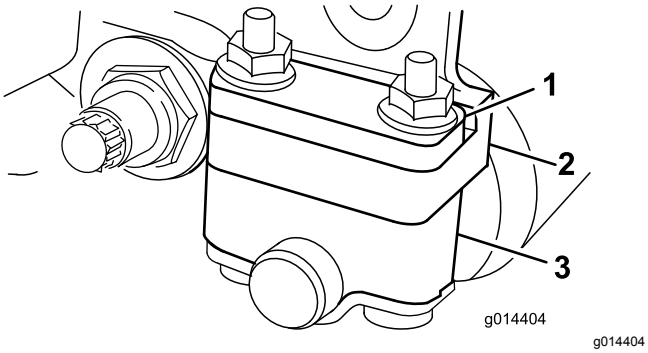
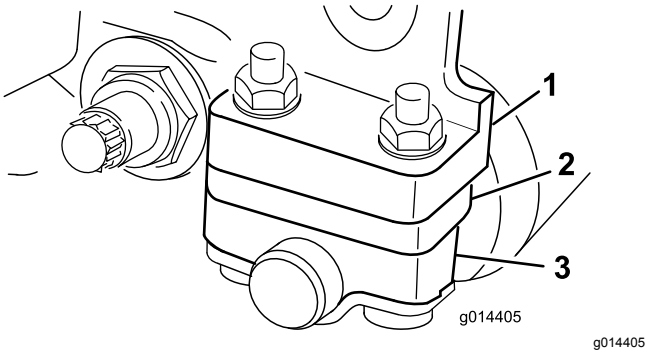

**Figur 6**
**Figur 7**
Beroende på önskad klipphöjd behöver du justera de bakre rullfästena (Figur 6 eller Figur 7) till den höga eller låga positionen:
- Placera distansbrickan över sidoplåtens monteringsfläns (fabriksinställning) när klipphöjdsinställningarna ligger inom området 1,5–6 mm enligt Figur 6.
- Placera distansbrickan under sidoplåtens monteringsfläns när klipphöjdsinställningarna ligger inom området 3–25 mm enligt (Figur 7).
4. Placera distansbrickorna på skruvarna ovanför eller nedanför rullfästena efter behov (Figur 6 eller Figur 7).